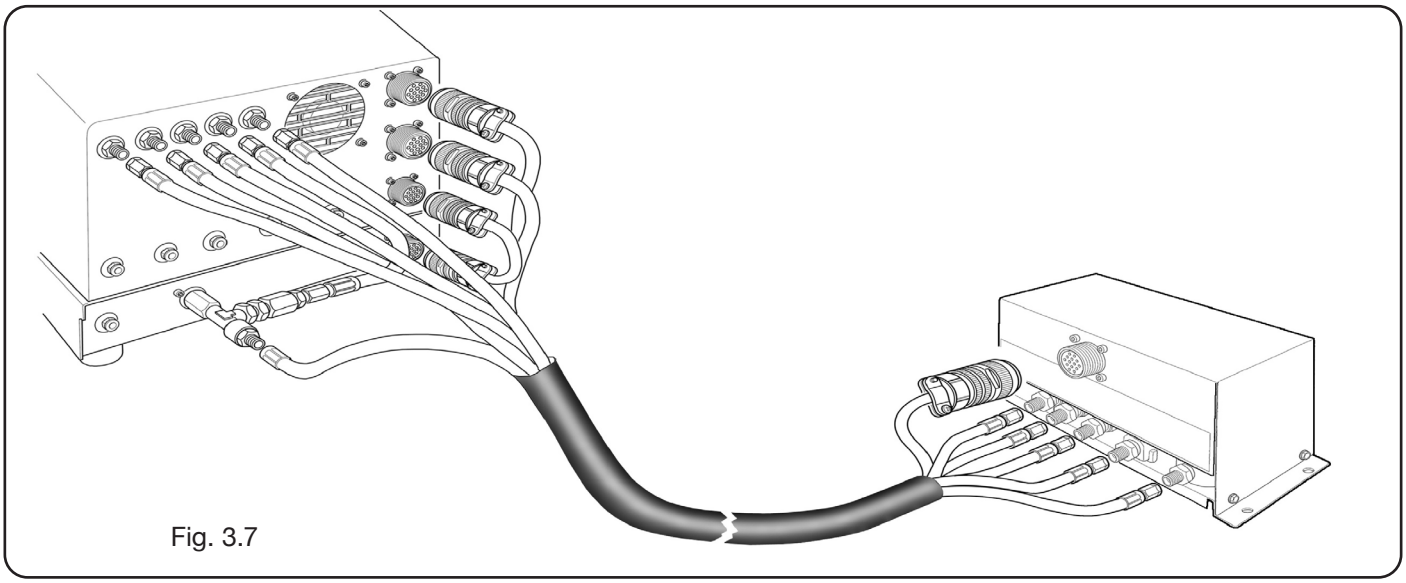

Fig. 3.7
• tighten the electrical connector to the “VALVE CONSOLE” output (see left side of fig.3.7);
- connect the other end of Item No 1166 to the PVC valve console (Item No 469) for the “plasma”, “secondary” and “auxiliary” pipes, ensuring the markings match. Secure the PVC to the head of the pantograph, near the torch (see right side of fig. 3.7);
• lastly, connect connection Item No 1189 tightening the electrical connector to the “POWER SOURCE” output (see left side of fig. 3.7).
• Connect the other end of Item No 1166 to the PVC valve console (Item No 469) for “plasma”, “secondary” and “auxiliary” pipes, ensuring the gas pipe markings match. Secure the PVC to the head of the pantograph, near the torch (see right side of fig. 3.7).